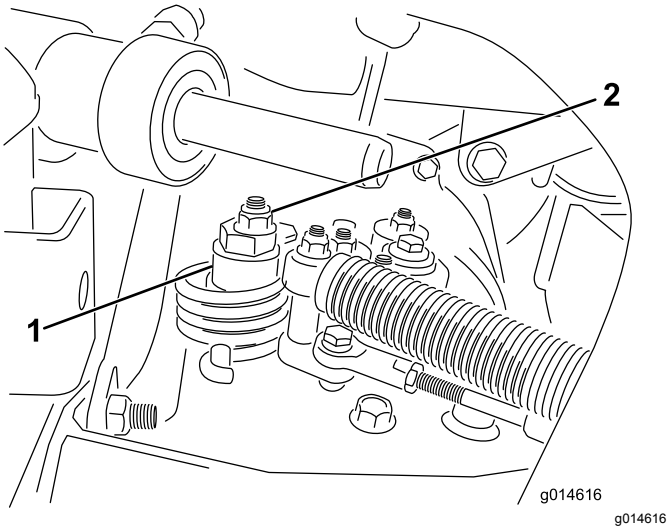

Figur 40
A. Løsne mutteren som fester eksenteren til toppen av hydrostaten (Figur 40).
C. Stram eksenteren til den ikke beveger seg i noen retning. Når hjulet ikke lenger roterer, må du stramme mutteren som låser eksenteren og justeringen (Figur 40). Kontroller justeringen med gassen i SAKTE- og HURTIG-stillingen.